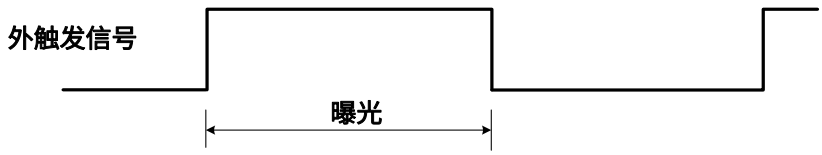

图 8-28 上升沿触发宽度曝光模式时序图
- 若启用上升沿触发，曝光会在触发信号上升时开始，一直持续到触发信号下降结束，如图 8-28 所示